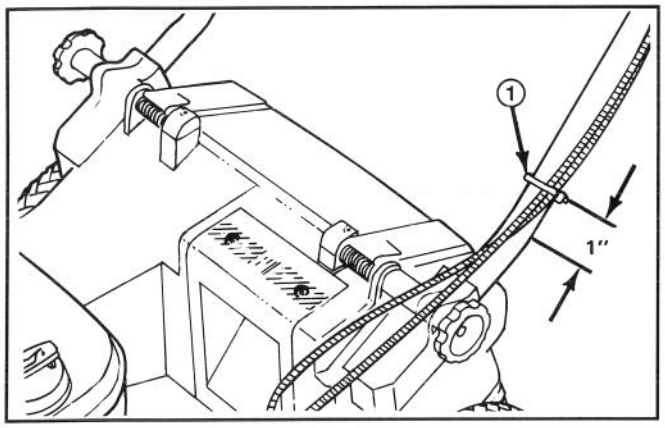

**Afbeelding 4**
**7.** Bevestig met een draad de kabel(s) aan de onderzijde van de linker buis (Afb. 4). De kabel dient 25 mm van de buiging in de hendel bevestigd te worden. Zie afbeelding 4 voor de juiste plaatsing van de kabel(s).